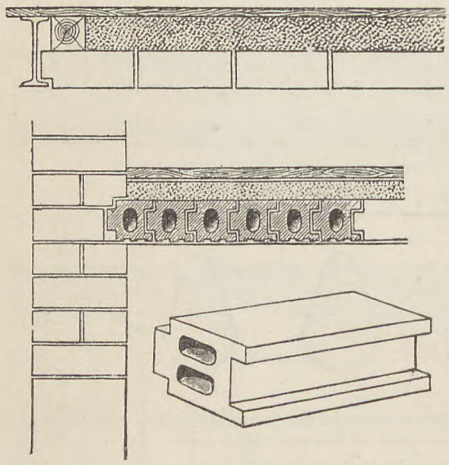

Fig. 122.
25. Thiemickesche Decke, vom Ziegeleibesitzer Gustav Thiemicke in Halberstadt erfunden, ist eine Decke aus besonderen Formsteinen ohne Eiseneinlagen, Fig. 122. Die Formsteine haben eine Größe von $10 \times 10 \times 25$ oder $12 \times 12 \times 25$.